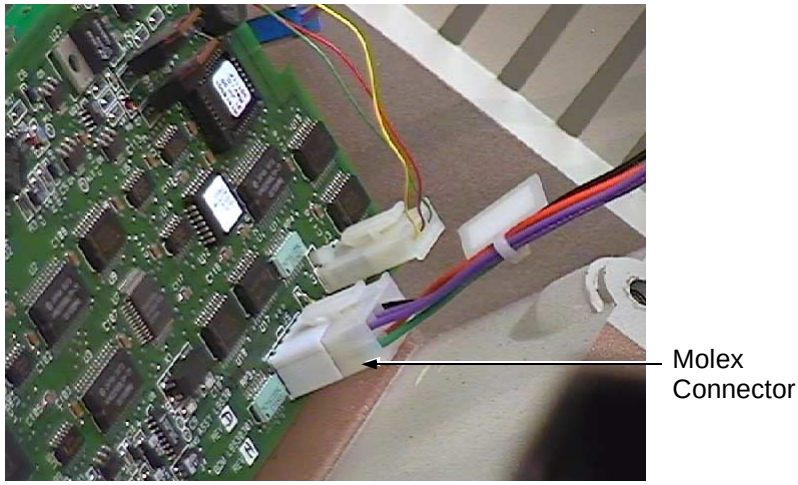

Figure 3-2 Molex Connector on Touch Panel Assembly
4. If it is not already supported on a bench, support the front panel with one hand and press the release tab on the white molex connector (Figure 3-2) located on the touch panel assembly and pull it to disconnect the PCB harness.